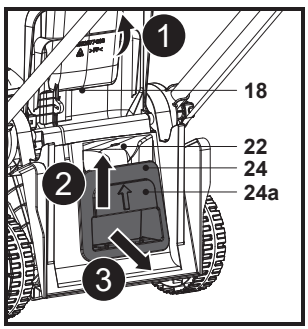

Fig. 13
2. Soulever la poignée encastrée (24a) et extraire l'obturateur mulching (24) de la goulotte d'éjection arrière (22), puis retirer l'obturateur mulching (24) (Fig. 13).